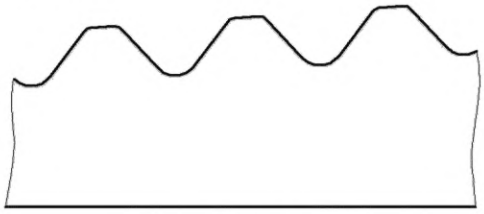

Рисунок 6
5.6.2 **плоскосрезанная треугольная резьба:** Треугольная резьба с плоскими вершинами и закругленными впадинами или с плоскими вершинами и впадинами (см. рисунок 6). flat-cut triangular thread